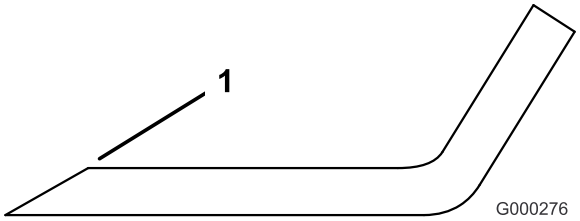

Figur 97
1. Anvend en fil til at slibe begge ender af skærekniven (Figur 97). Bevar den oprindelige vinkel. Skærekniven bevarer balancen, hvis der fjernes den samme mængde materiale på begge skærekanter.